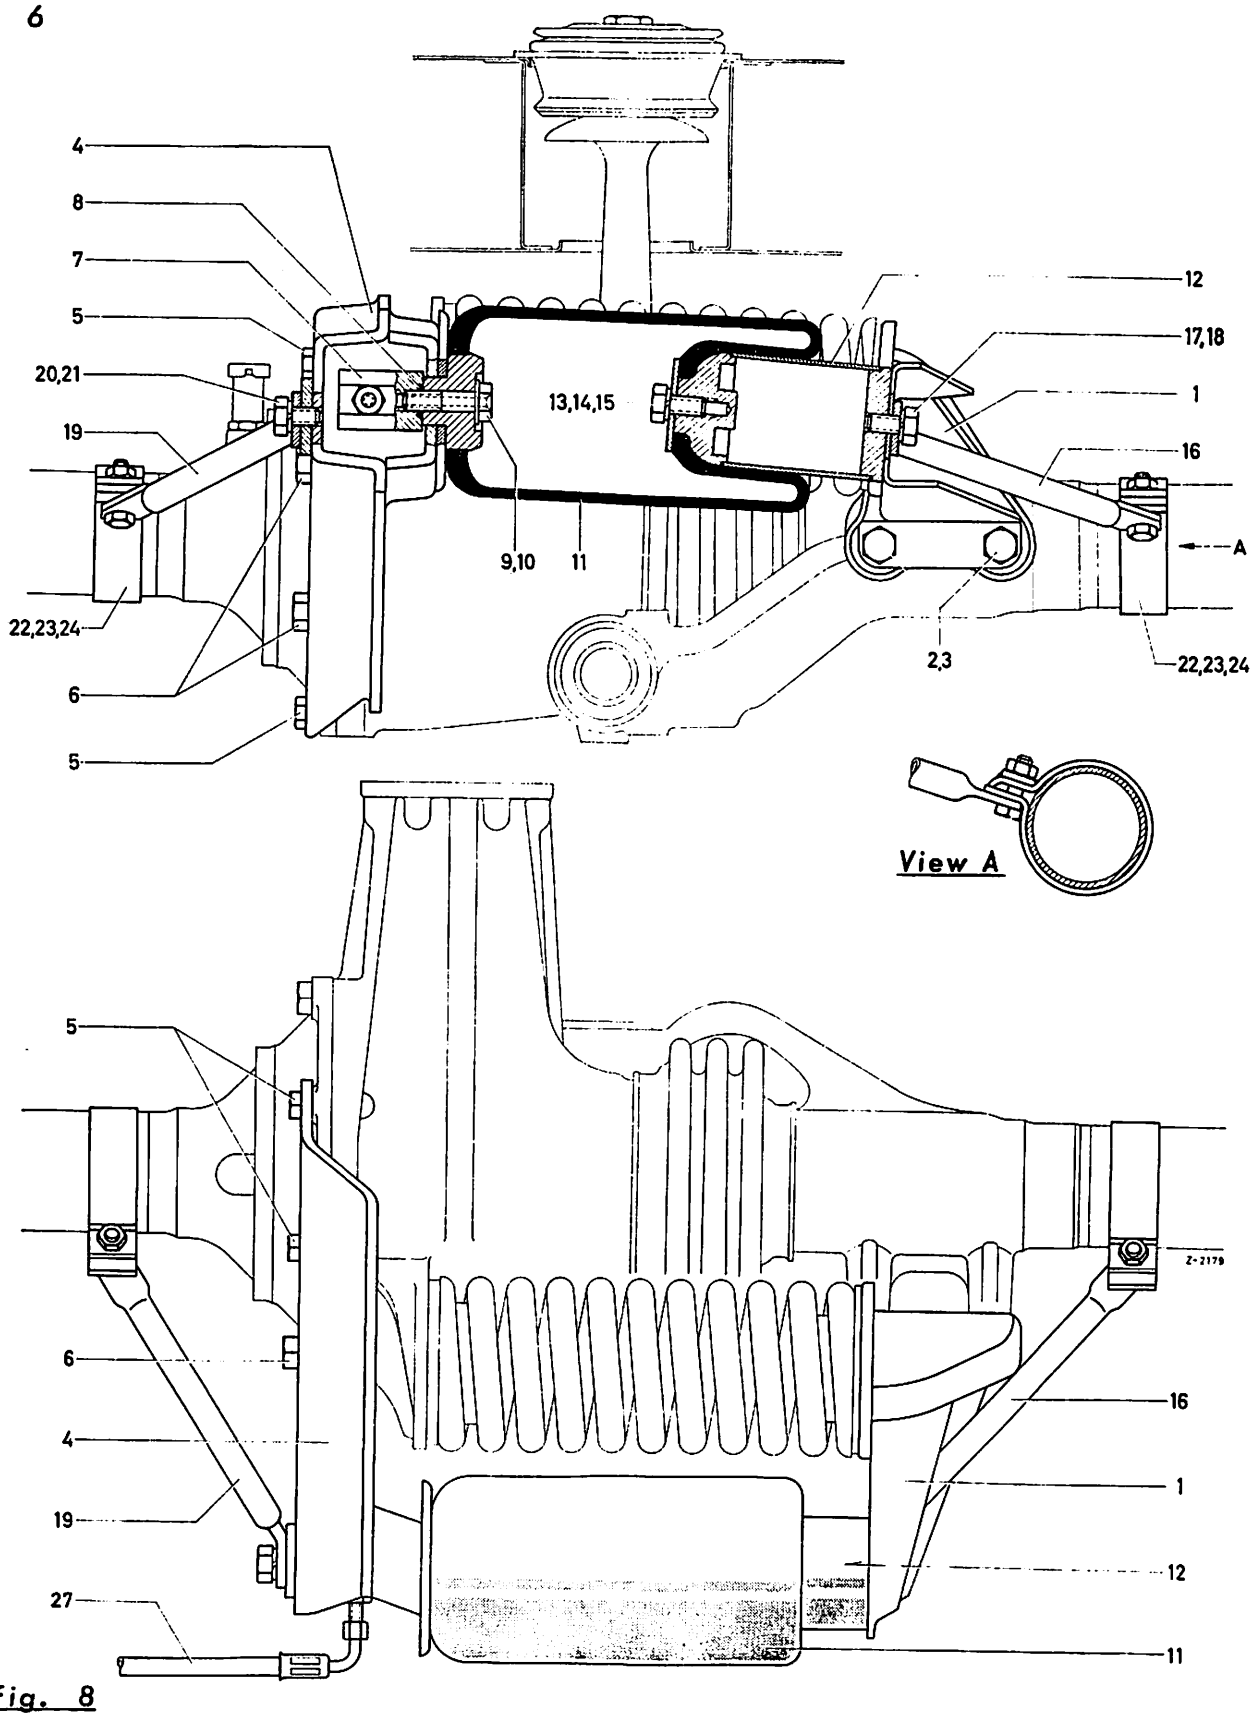

Fig. 8
Take care of correct mounting of the struts (16 and 19) to the clamps (22)! For details see fig. 8, view A.
18. Unscrew hex.-hd. screw (17) on right support (1) and remove bellows with piston (12) (Fig. 8).